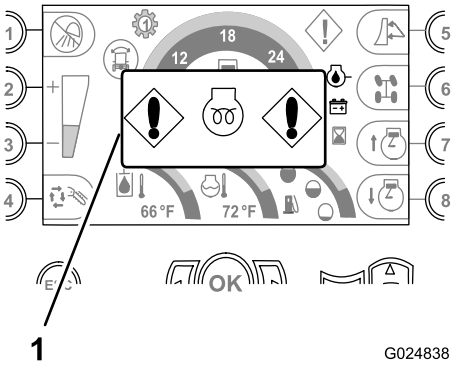

Rysunek 34
- **Wskaźnik poczekaj na uruchomienie silnika** — ten wskaźnik jest wyświetlany, jeśli przełącznik kluczykowy jest obrócony do pozycji "On" i włączona jest nagrzewnica powietrza dolotowego silnika (Rysunek 34).
Informacja: Przed uruchomieniem silnika poczekaj na zgaśnięcie tego wskaźnika (Rysunek 34).